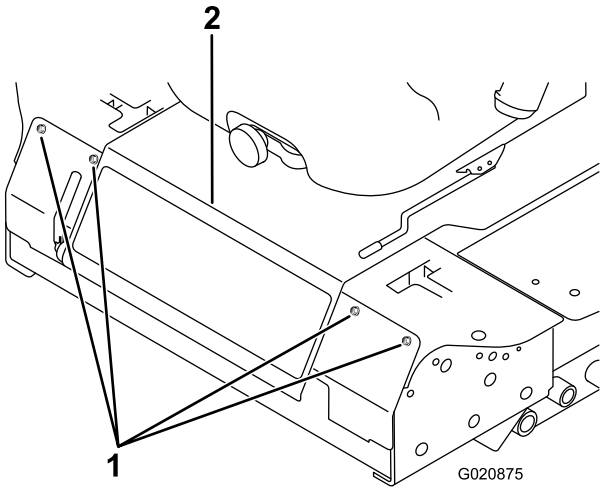

Rysunek 55
3. Usuń śruby mocujące panel przedni i zdejmij go (Rysunek 55).